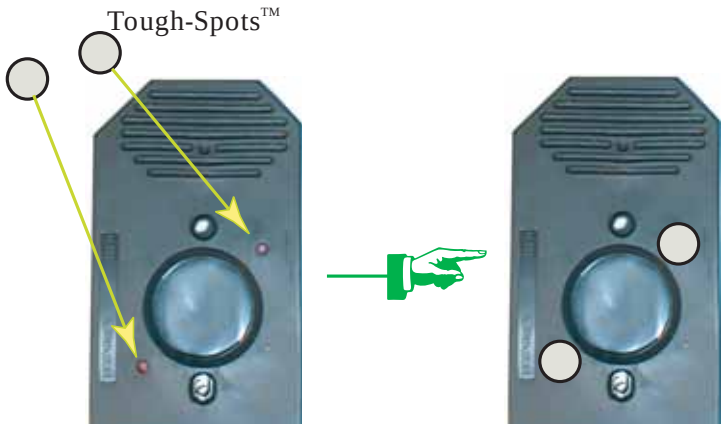

Figure L.14
2. Carefully apply one Tough-Spot over each of the two septa. Press to ensure that the spots remain flat. If a Tough-Spot does not apply smoothly; that is, if you observe bumps, bubbles, tears or curled edges, do not attempt to smooth them out. Remove the spot and apply a new one **(Figure L.14)**.